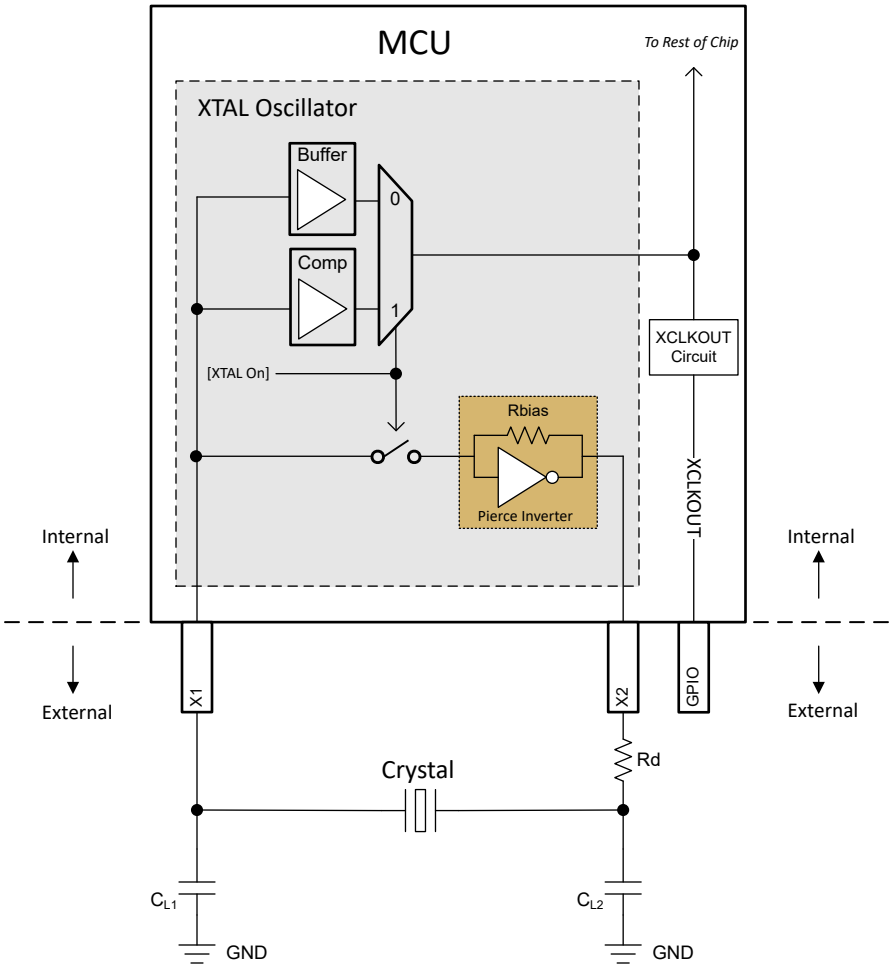

Figure 6-14. Electrical Oscillator Block Diagram
The electrical oscillator in this device is a Pierce oscillator design. It is a positive feedback inverter circuit that requires a tuning circuit in order to oscillate. When this oscillator is paired with a compatible crystal, a tank circuit is formed. This tank circuit oscillates at the fundamental frequency of the crystal component. On this device, the oscillator is designed to operate in parallel resonance mode due to the shunt capacitor (C0) and required load capacitors (CL). Figure 6-14 illustrates the components of the electrical oscillator and the tank circuit.
From Figure 6-14, CL1 and CL2 are in series; so, to find the equivalent total capacitance seen by the crystal, the capacitance series formula has to be applied which simply evaluates to [CL1]/2 if CL1 = CL2.